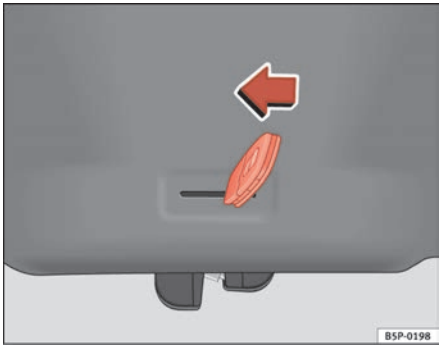

Fig. 47 Tailgate: emergency open
– Insert the key blade in the groove and unlock the locking system, turning the key from right to left, as shown by the arrow ⇒ fig. 47. ■